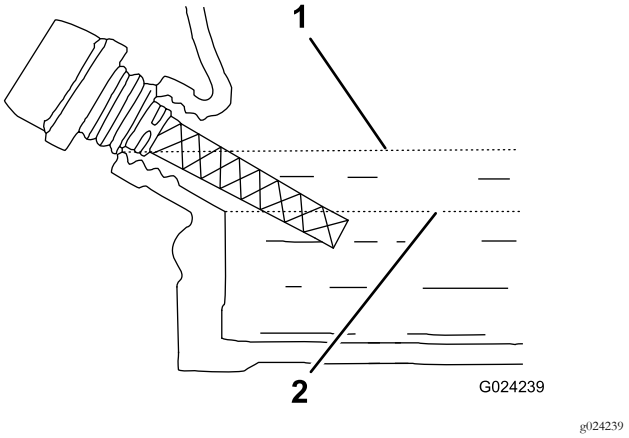

**Figur 19**
**Obs:** Om oljenivån ligger nära eller under den nedre markeringen på oljestickan ska du endast tillsätta den mängd olja som krävs för att höja nivån till den övre markeringen (den nedre kanten på oljepåfyllningshålet), se Figur 19. Kontrollera oljenivån igen. Fyll inte på med för mycket olja i vevhuset.